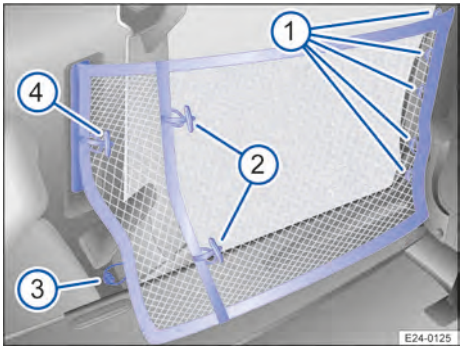

Fig. 162 Red de retención enganchada con el panel de separación montado.
Con el panel de separación en la posición de asiento: despliéguela solo hasta los primeros cierres → Fig. 162 ②.
3. Con el panel de separación montado en vertical: enganche las argollas de sujeción en las fijaciones del armazón del asiento → Fig. 162 ①.
4. Enganche la parte trasera inferior de la red de retención en la fijación del panel lateral → Fig. 162 ③.